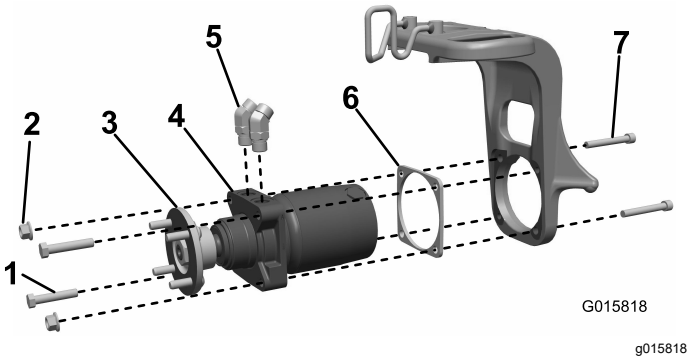

Figura 3
1. Instale as uniões hidráulicas de 45° no motor da roda e oriente-as aproximadamente como se mostra na Figura 3. Deixe as uniões soltas.
- **Para máquinas com forquilhas giratórias que têm 2 orifícios roscados e 2 orifícios passantes onde encaixa o conjunto do motor da roda na forquilha giratória:** Instale o conjunto da roda do motor e o calço calibrado na forquilha giratória (colocando o calço entre o motor e a forquilha giratória) e prenda com 2 parafusos de cabeça cilíndrica (½ x 3¾ pol.), 2 parafusos (½ x 2½ pol) e 2 porcas de bloqueio (Figura 3